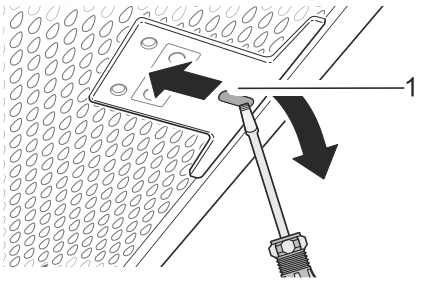

Abb. 19: Falsch eingesetzter Metallfettfilter
1. Stecken Sie einen kleinen Schraubendreher in die Aussparung (Abb. 19/1) und entriegeln Sie den Metfallfettfilter.